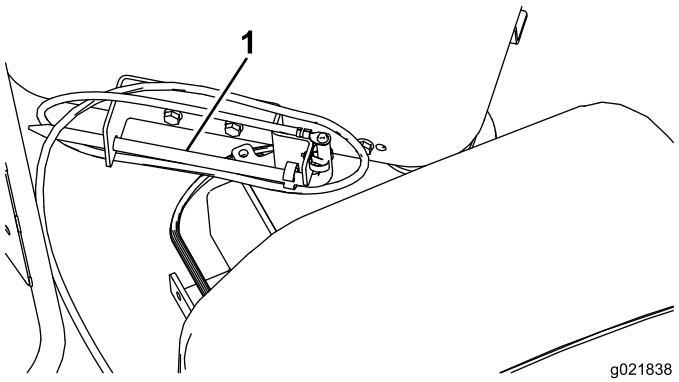

Rysunek 40
1. Zdjąć kotew uziemienia z uchwytu z boku podestu operatora (Rysunek 40).
2. Przesuń wózek wiertniczy do oporu w dół na ramie wiertniczej i pokryj gwinty wrzeciona smarem do gwintów, a następnie powróć wózkiem do górnej części ramy (Rysunek 40).